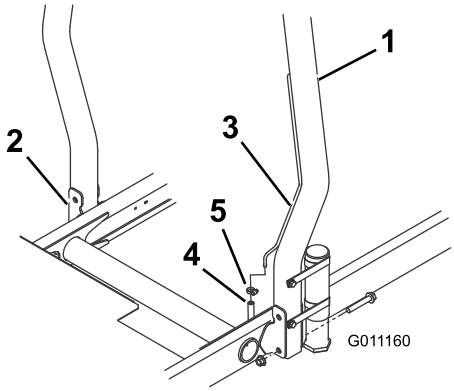

Figur 12
1. Sænk styrtbøjlen ned på traktionsenhedens monteringsbeslag, således at den flugter med monteringshullerne. Sørg for, at udluftningsrøret på styrtbøjlen er placeret på maskinens venstre side (Figur 12).
2. Fastgør hver side af styrtbøjlen til monteringsbeslagene med 2 flangebolte og låsemøtrikker (Figur 12). Tilspænd fastgørelsesanordningerne til 81 Nm.